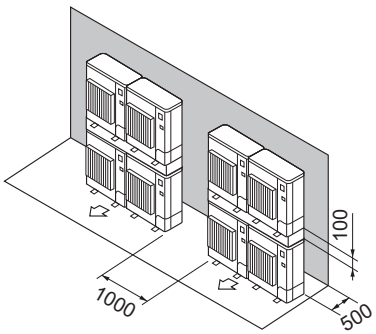

Fig. 2-19
⑦ Disposizione unità sovrapposte (Fig. 2-19)